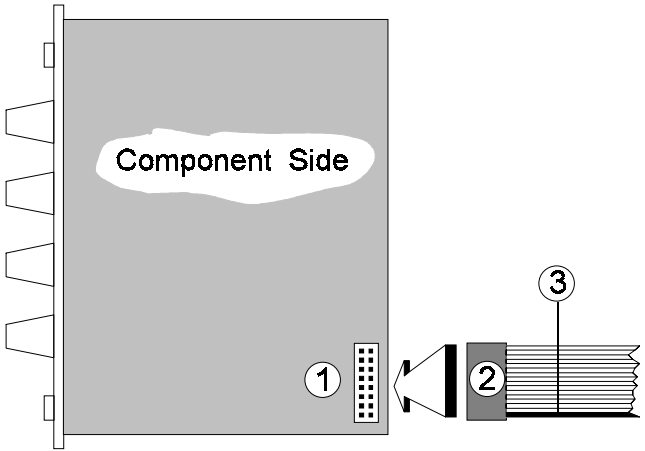

Fig. 2: Connecting the ribbon cable to the module
- ❒ Plug the supplied **ribbon cable** into the module's **bus socket** (see ① in Fig. 2). As a rule, the cable is 16-way, but some modules only have a 10-way cable. Look carefully at the cable, and then press the appropriate connector onto the module's bus pins (see ② in Fig. 2).
⚠ Check very carefully that it is connected so that the coloured marking on the ribbon cable is at the bottom of the module's connector (see ③ in Fig. 2), and that the connection is perfect, and **pushed fully home, not at a slight angle.** Failure to check this may result in the module's instant destruction as soon as the power is turned back on.